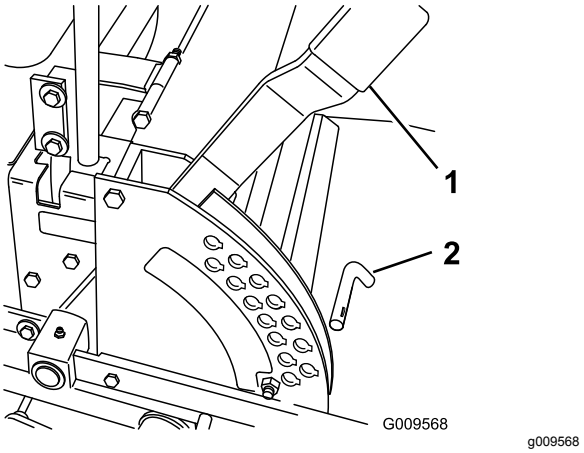

Figur 28
1. Höj klipphöjdsreglaget till TRANSPORTLÄGET (som även är klipphöjdsläget 127 mm) (Figur 28).
2. Justera inställningen genom att ta ut sprinten ur klipphöjdsfästet (Figur 28).
3. Sätt i sprinten i det hål i klipphöjdsfästet som motsvarar den önskade klipphöjden (Figur 28).